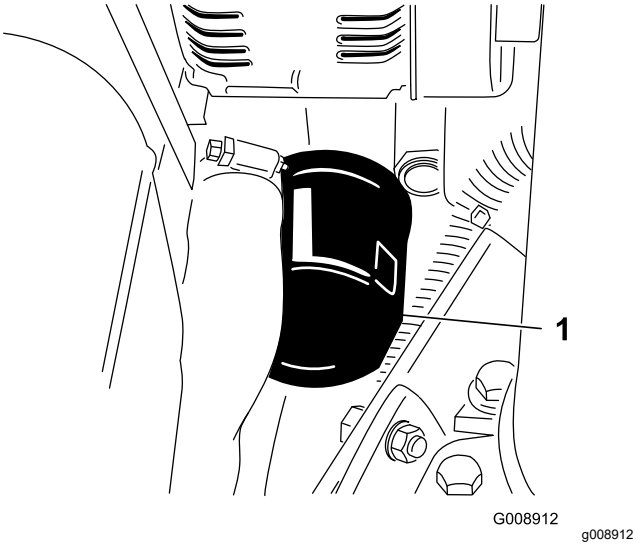

Figur 62
3. Fjern oliefilteret (Figur 62).